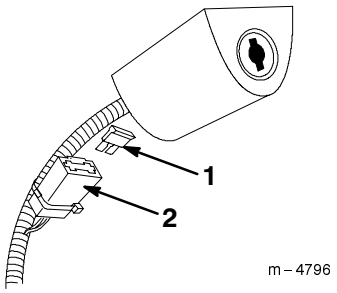

Figura 33
2. Installate il nuovo fusibile come illustrato in Figura 33.